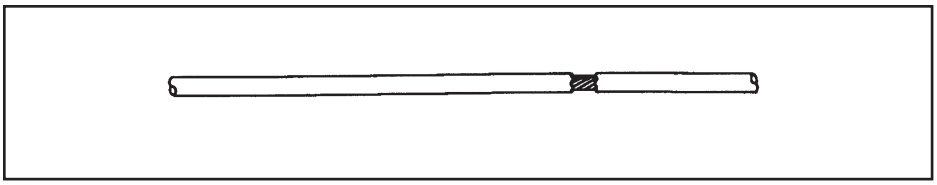

Figure 1.
- Une déchirure ou une fissure dans la gaine du câble, qui expose le câble. Reportez-vous à la figure 1.